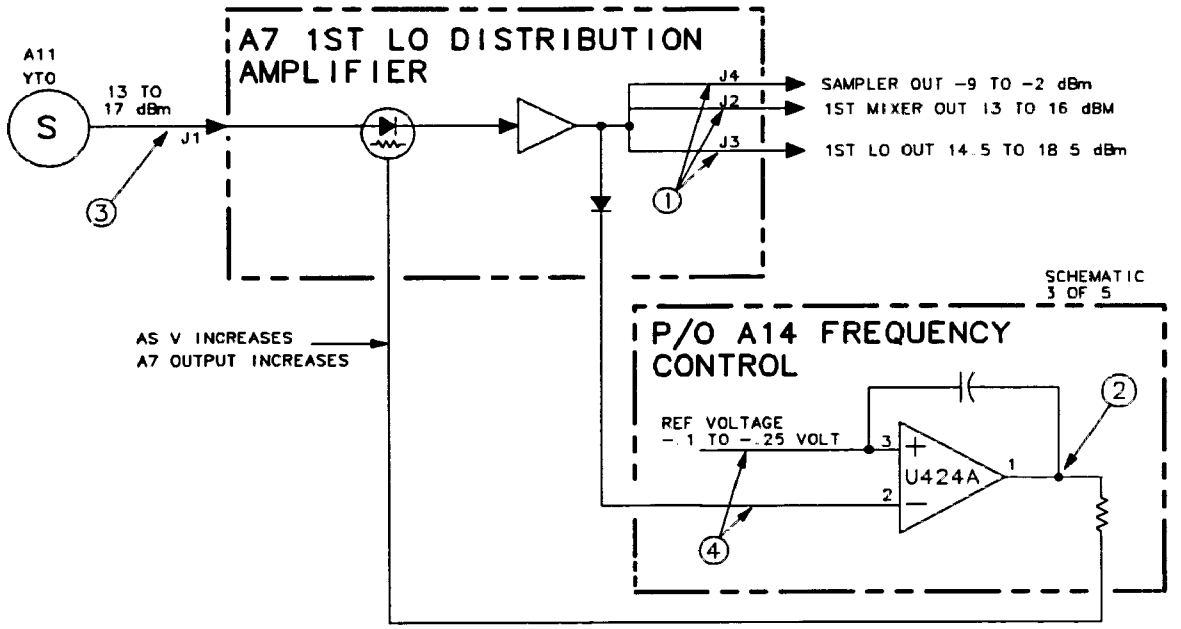

Figure 12-2. A7 LODA Drive
2. Measure the signal power at the output of A7 (see item (1) of Figure 12-2).
3. If the output power is low, A14U424A's output voltage, item (2), (A14J18 pin 14) should be above 0 V. If the output power is high, the voltage should be more negative than −10 V. If the voltages do not measure as indicated, check that the voltages at A14J18 pins 5 and 13, item (4), are consistent with the operational amplifier's output.
4. If the voltages measure as indicated in step 3, measure the A11 YTO output. (See item (3) of Figure 12-2.)